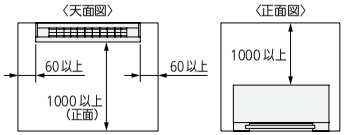

図 1
- サービス時の作業用スペース（室内ユニットと障害物までの距離）を考慮してください。（図 1）
3-5. 室内ユニットと障害物および背面までの距離は図 1 に従ってください。